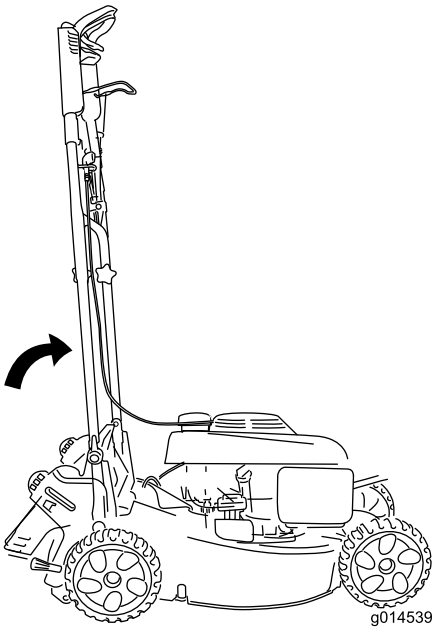

Figur 28
- Sätt handtaget i det vertikala läget (Figur 28) och fäst handtagslåsen för att förvara maskinen på en så liten golvyta som möjligt.